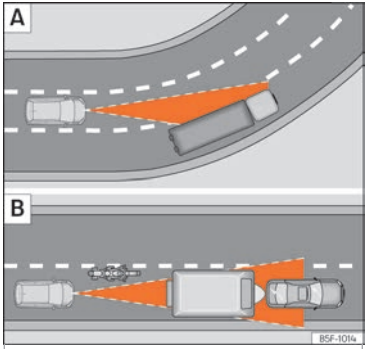

Abb. 182 A Fahrzeug in einer Kurve. B Vorausfahrender Motorradfahrer außerhalb des Erfassungsbereichs des Radarsensors.
Es ist möglich, dass die ACC das vorausfahrende Fahrzeug in der Kurve nicht erkennt oder die Entfernung mit Fahrzeugen, die sich auf anderen Fahrspuren befinden, einstellt ›› Abb. 182 A.
- Versetzt fahrende Fahrzeuge oder Fahrzeuge, die außerhalb des Erkennungsbereichs des Sensors fahren, z. B. Motorräder. ›› Abb. 182 B